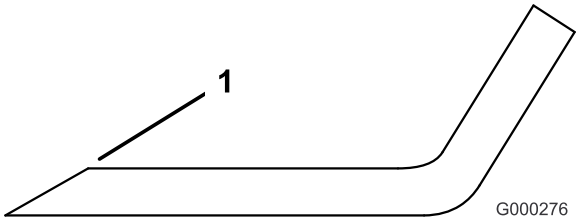

Figura 26
1. Affilate i taglienti da entrambe le estremità della lama con una lima (Figura 26).